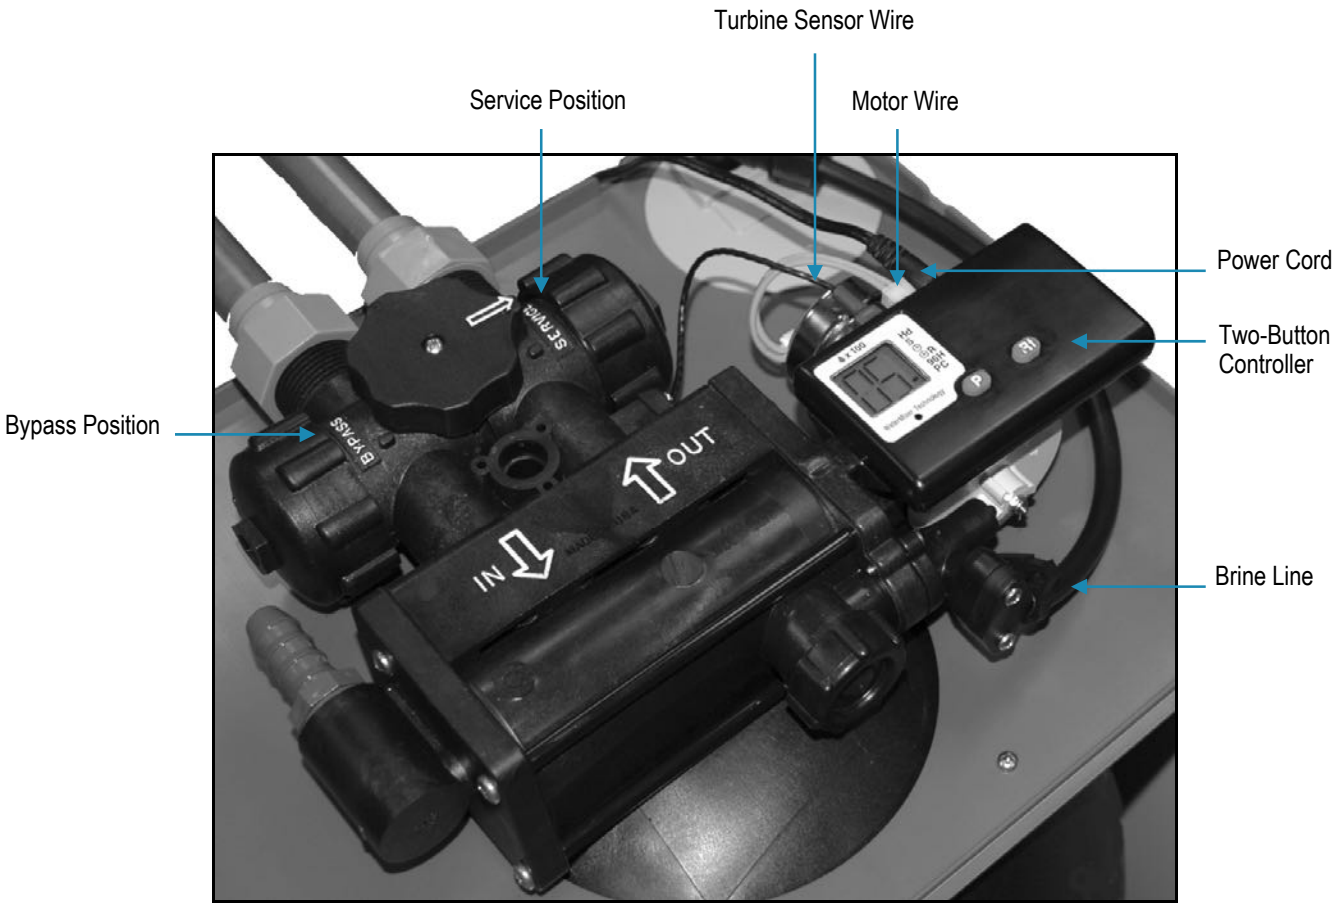

Figure 6: Valve View of Softener
A. Place the appliance in the Bypass position. (See Figure 6.)
6. Place the appliance in the Service position to slowly fill the media tank. (See Figure 6.)
A. Connect the transformer power cord to the back of the controller. (See Figure 6.)
C. Press the **R↑** button to advance to the Brine Refill (04) position. Let the tank fill with the proper amount of water. The controller will then step the valve to the Home position.
A. Ensure that the appliance is in the Service position. See Figure 6.
The bypass is located on the main control valve. See Figure 6. To engage the bypass, turn the knob to the Bypass position. The appliance will be bypassed and all water to the home is raw, untreated water. To prevent untreated water from entering the home, water should not be used inside the home when the appliance is in Bypass mode. Ensure that the appliance is returned to Normal Operation when the appliance is repaired or the use of untreated water is complete by turning the knob to Service.